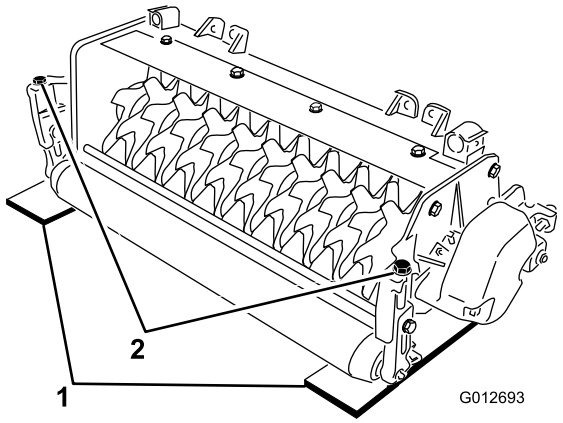

Figur 4
2. Placer 2 målestænger med den ønskede nedramningsdybde i jorden under de forreste og bageste ruller på det lodrette klipperedskabs knivcylinder (på begge ender af knivcylinderen) (Figur 4).
3. Drej justeringsbolten på hvert klippehøjdebeslag (Figur 4), således at cylinderknivene kommer i berøring med den plane overflade i begge ender.